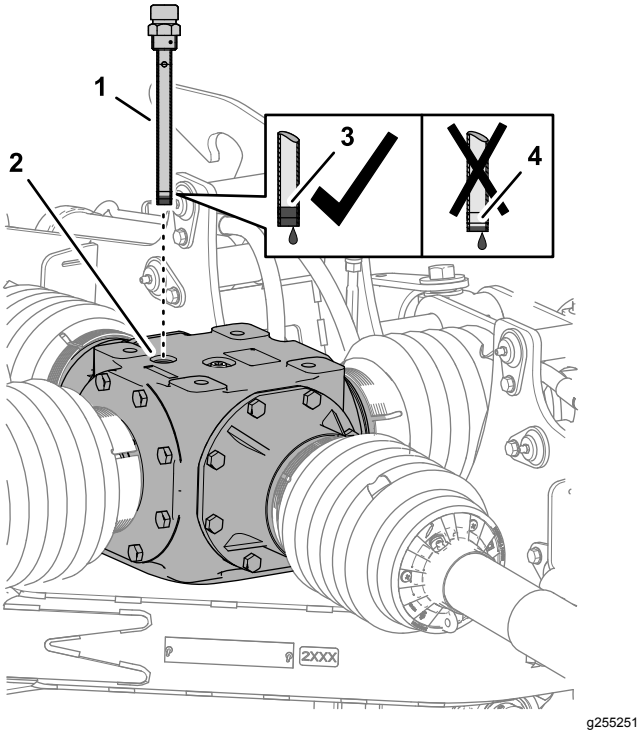
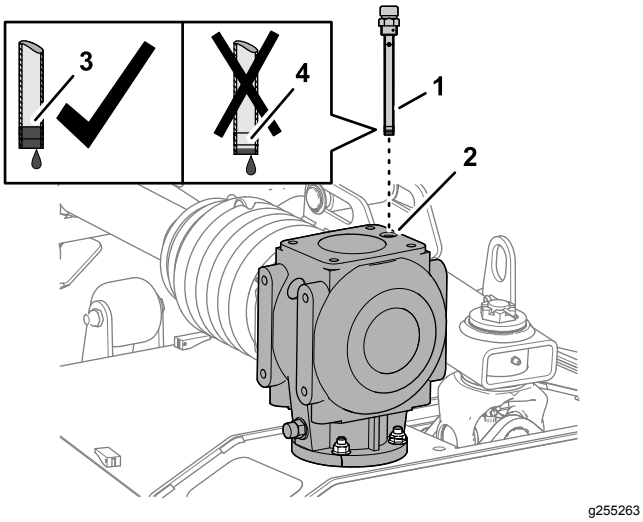

Figur 51
Figur 52
1. Fjern peilestaven fra peileråpningen øverst på den midtre girkassen (Figur 51 eller Figur 52).
2. Kontroller væskenivået indikert på peilestaven (Figur 51 eller Figur 52).
4. Skru peilestaven inn i peileråpningen og stram til peilestaven (Figur 51 eller Figur 52).